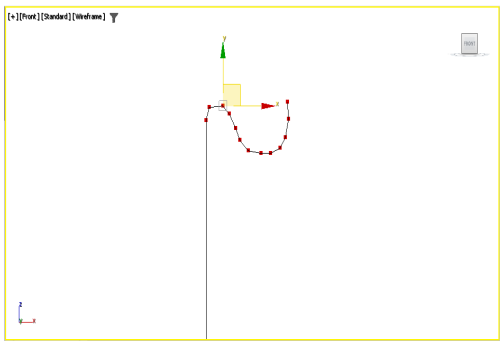

Figure 5-26 *The selected vertices*
5. Select the upper vertices of *pillar*, as shown in Figure 5-26 and then right-click; a quad menu is displayed. Choose **Smooth** from the quad menu; the upper portion of *pillar* is smoothened. Select the **Vertex** sub-object level again to exit the sub-object mode.